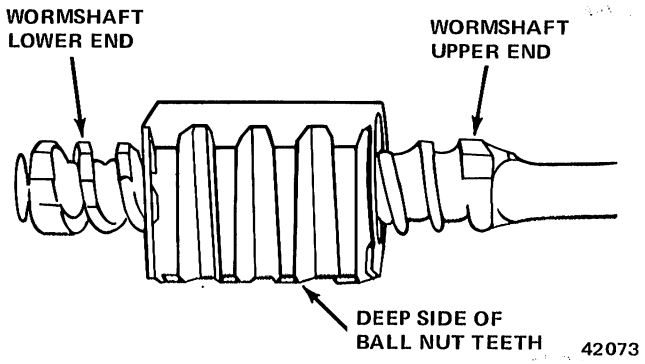

Fig. 2K-6 Positioning Wormshaft in Ball Nut
(2) Install wormshaft in ball nut from left side. Thread shaft into nut until equal number of shaft threads are visible at each end of nut (fig. 2K-6).
CAUTION: *The ball nut teeth are machined to a greater width and depth on one side. When assembling the wormshaft and ball nut, position the ball nut so the wider-deeper side of the teeth will face the housing side cover opening after installation (fig. 2K-6).*